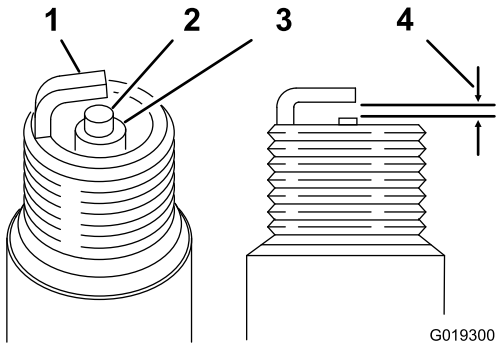

Figure 55
1. Look at the center of the spark plug (Figure 55). If you see light brown or gray on the insulator, the engine is operating properly.
2. Use a gapping tool for spark plugs or a feeler gauge to measure the gap between the side electrode and center electrode (Figure 55).